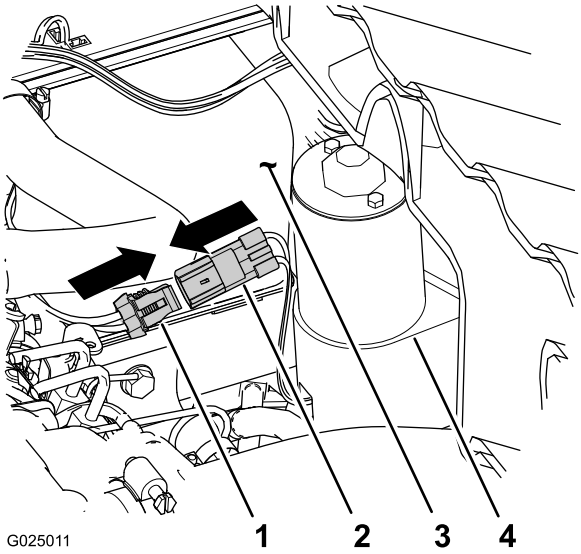

Figure 8
3. Connect the 2 socket-electrical connector of the rear-wiring harness of the machine to the 2 pin connector of the lift actuator (Figure 8).